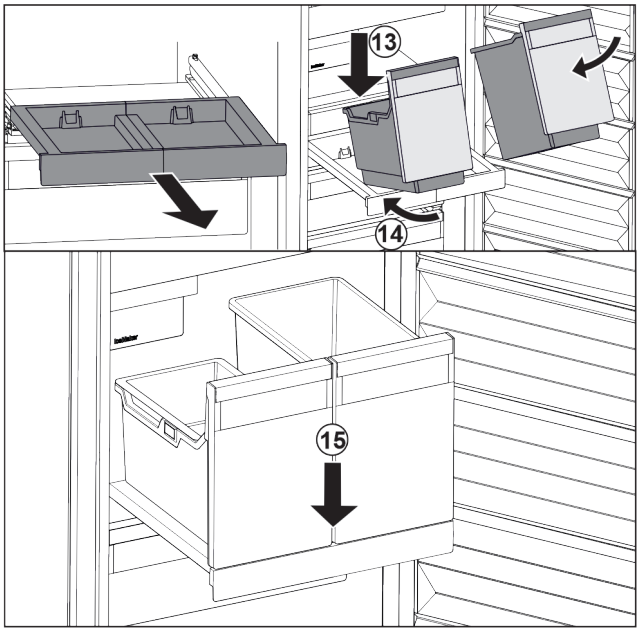

Fig. 34
▶ Наклоняя вниз, установите контейнеры на выдвижную панель. *Fig. 34 (13)*
▶ Вставьте контейнеры, наклоняя вниз, назад. *Fig. 34 (14)*
▶ Снимите контейнеры спереди. *Fig. 34 (15)*